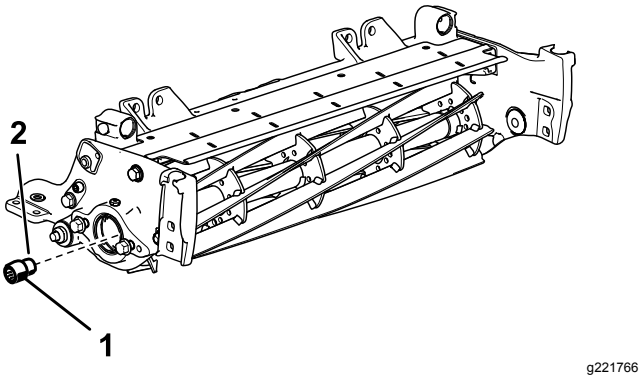

Figure 4
8. Apply medium-strength thread-locking compound (such as Blue Loctite® 243) to the threads of the new longer splined insert (Figure 4), and secure it to the reel shaft on the reel-motor side only. Torque the insert to 115 to 128 N·m (85 to 95 ft-lb).